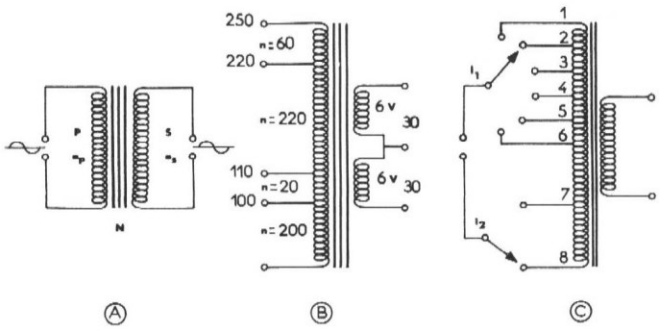

Figure 2
A la **figure 2** on donne en (A) le schéma le plus simple d'un transformateur, composant **électrique** et non **électronique.** Il possède un primaire P et un secondaire S, chacun composé d'un bobinage régulier de fil isolé à l'émail ou autre isolant.
La réalisation pratique sera un enroulement de 500 spires (pour 250 V) avec des prises pour les tensions moindres. Ce primaire est indiqué à la **figure 2 B.** Le point 0 est le début de l'enroulement primaire.
Un autre procédé d'adaptation est indiqué en (C) **figure 2.**